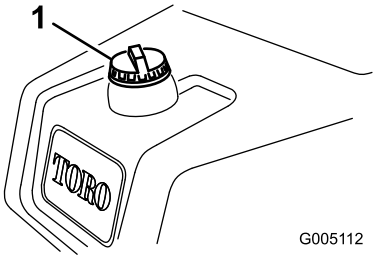

Figur 26
1. Rengjør rundt, og ta av lokket på drivstofftanken (Figur 26).